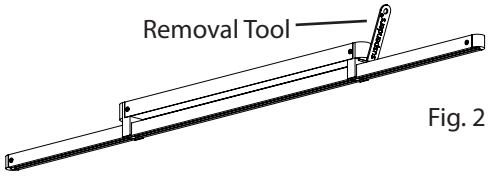

Fig. 2
1. Place the Light Bar **Removal Tool** underneath the end of the **Light Bar** (Fig. 2).